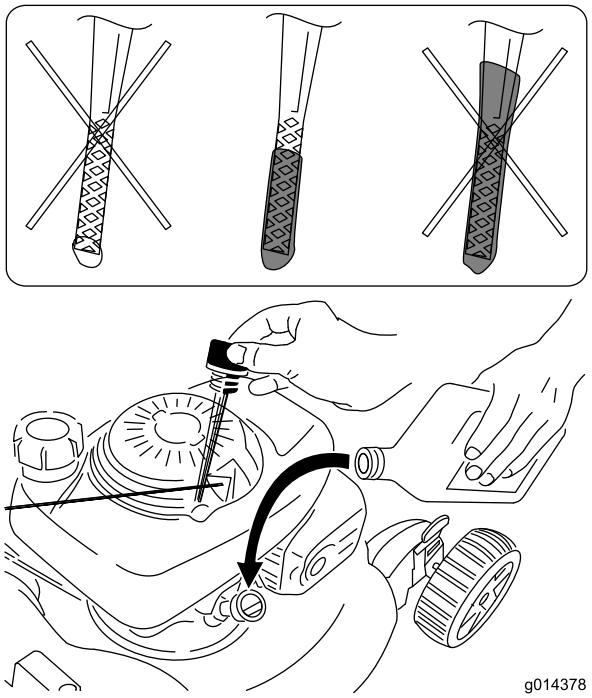

Figure 6
2. Remove the dipstick and wipe it off with a clean rag. (Figure 6).
3. Check the oil level. Insert the dipstick into the oil fill tube until it stops, remove it and compare the oil level to the graphic in Figure 6.
4. **Slowly** pour small amounts of oil into the oil fill tube, periodically checking the level with the dipstick, until the dipstick indicates that the engine is full as illustrated in Figure 6. **Do not overfill.** (Max. fill: 0.58 quart (0.55 l), **type: SAE 30 detergent oil** with an API service classification of SH, SJ, SL, or higher.)